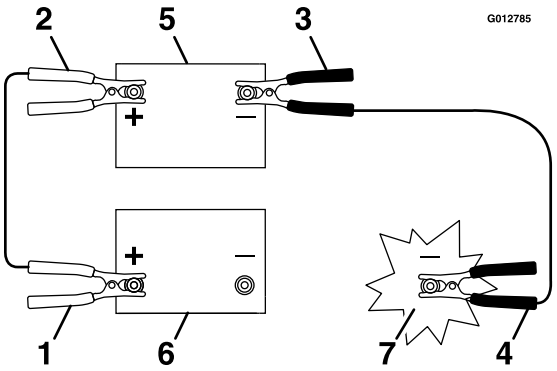

Figur 56
3. Koble den positive (+) kabelen til den positive (+) polen på det utladede batteriet som er koblet til starteren eller solenoiden som vist i Figur 56.